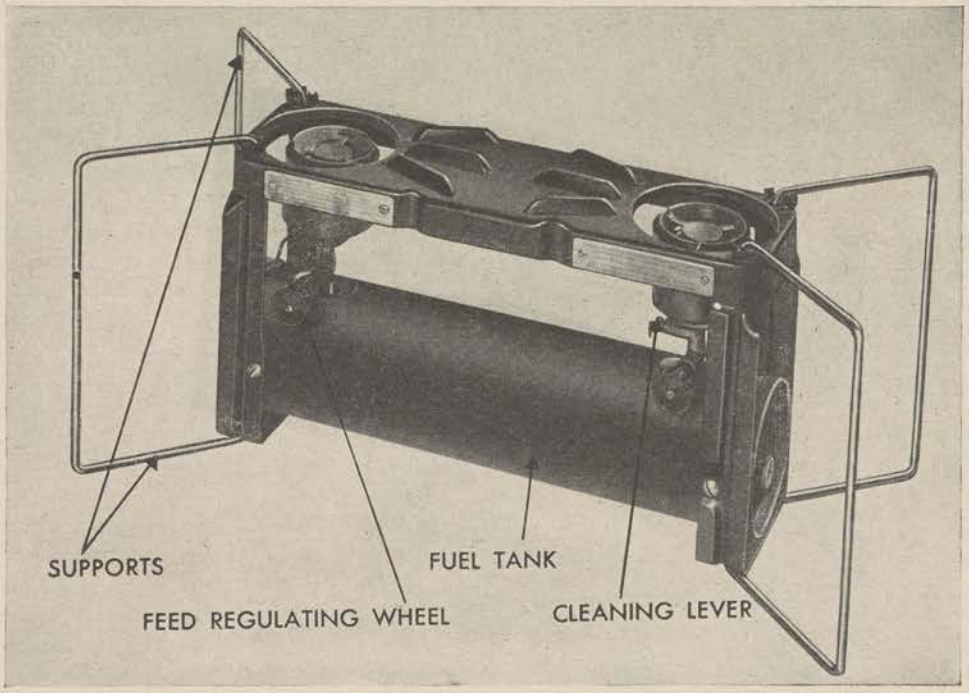

Figure 11. Stove, cooking, gasoline, M1942, two-burner (65–H–2882).
a. Gasoline cooking stove, M1942, two-burner (stock No. 65–H–2882), is substantially a double model of the M1941, one-burner. (See fig. 11.) The information and instructions given in section II above are also applicable to this stove.